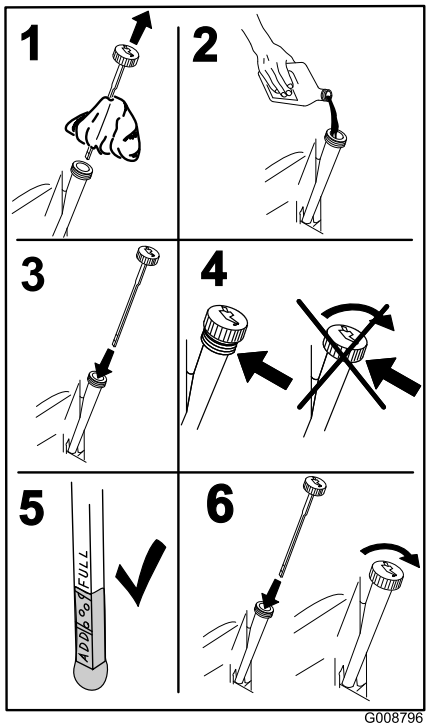

Figur 46
5. Hæld langsomt ca. 80 % af den angivne olie i påfyldningsrøret, og tilsæt langsomt ekstra olie, så oliestanden når op til mærket **Full** (fuld) (Figur 46).